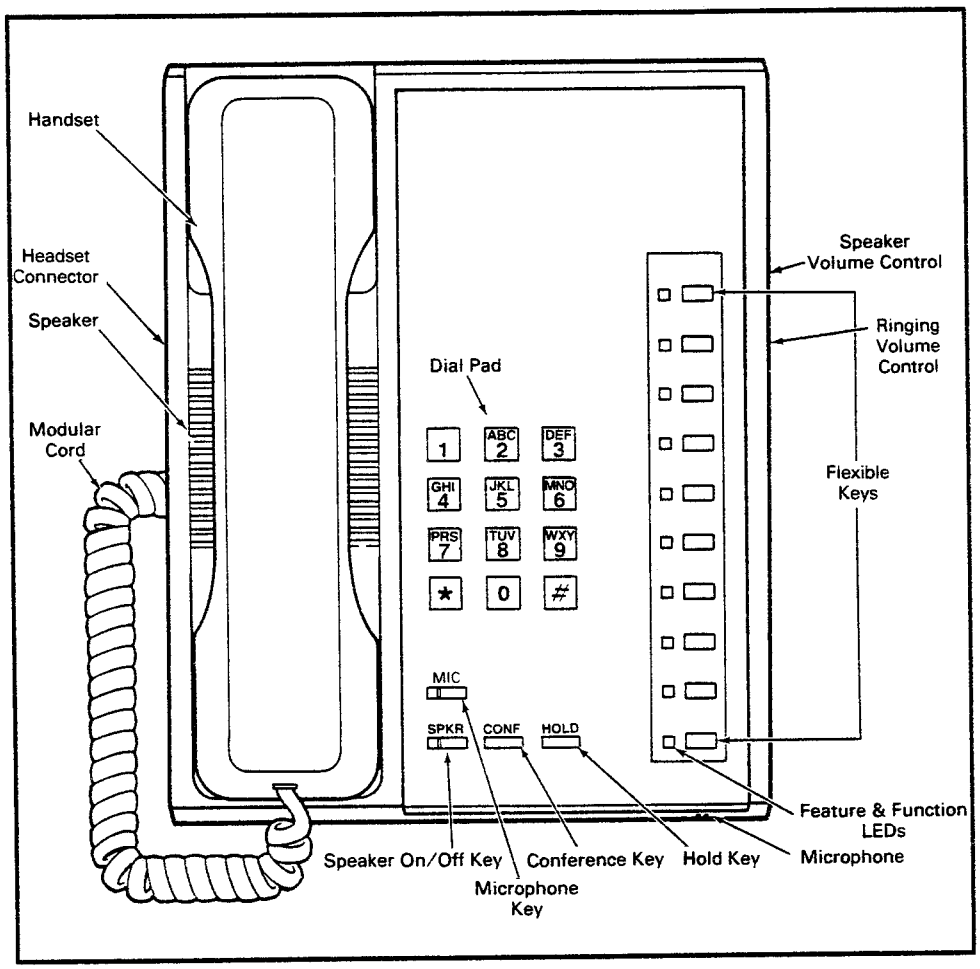

FIGURE 5—10-key ELECTRONIC KEY TELEPHONE
02.11 Six different Electronic Key Telephones (EKTs) may be used in both systems. The 10-key EKT (Figure 5) is available as a speakerphone or with handsfree answerback (HFU) only. The two models, identical in appearance, are equipped with four permanently dedicated keys and 10 line/feature keys. The HFU model may be answered handsfree on intercom calls only. The 10-key BLF EKT with speakerphone (Figure 6) is similar in appearance to the 10-key, but with a Busy Lamp Field (BLF).